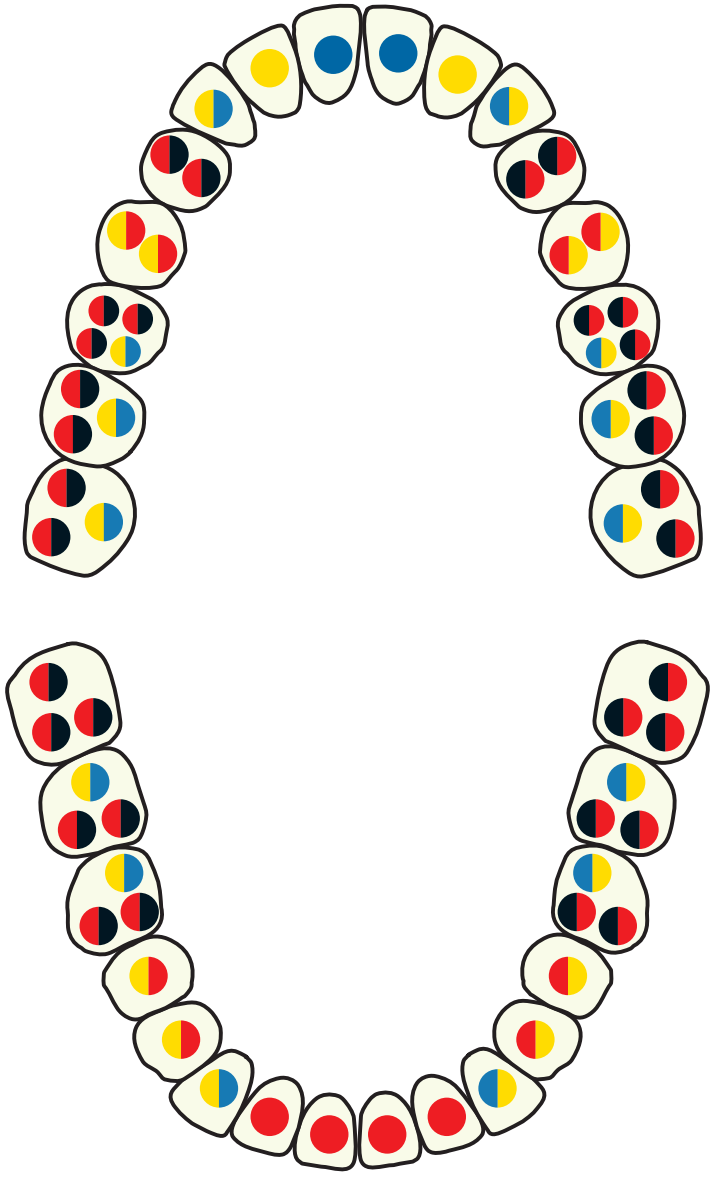

Abb. 1 / Fig. 1/ Schéma n°1/ rys.1/ obr.1
1. DT Light®SL passend zu den anatomischen Gegebenheiten des Zahns, anhand des Röntgenbildes und der Abb. 1 auswählen und den farbigen Ring entfernen.
1. Select the correct DT Light®SL post according to the anatomical situation, the radiograph and the indications on fig. 1. Remove the coloured ring.
2. Determine the post length considering that approximately 1/2 to 1/3 of the total post length must be inserted into the root canal. Remove the root filling with the DT Universal Drill, ref. 0935 000 (rotation speed 1000-2000 rpm). At least 4 mm of root canal filling should remain apically. However, in the presence of severely curved canals this calculated length is not always correct.
3. Shape the canal with the DT Finishing Drill (ref. 0935 001 or 0935 002 or 0935 003) according to the selected DT Light®SL at a rotation speed between 1000-2000 rpm. If post size 0 is used, no additional drilling should be necessary. The DT Universal Drill is